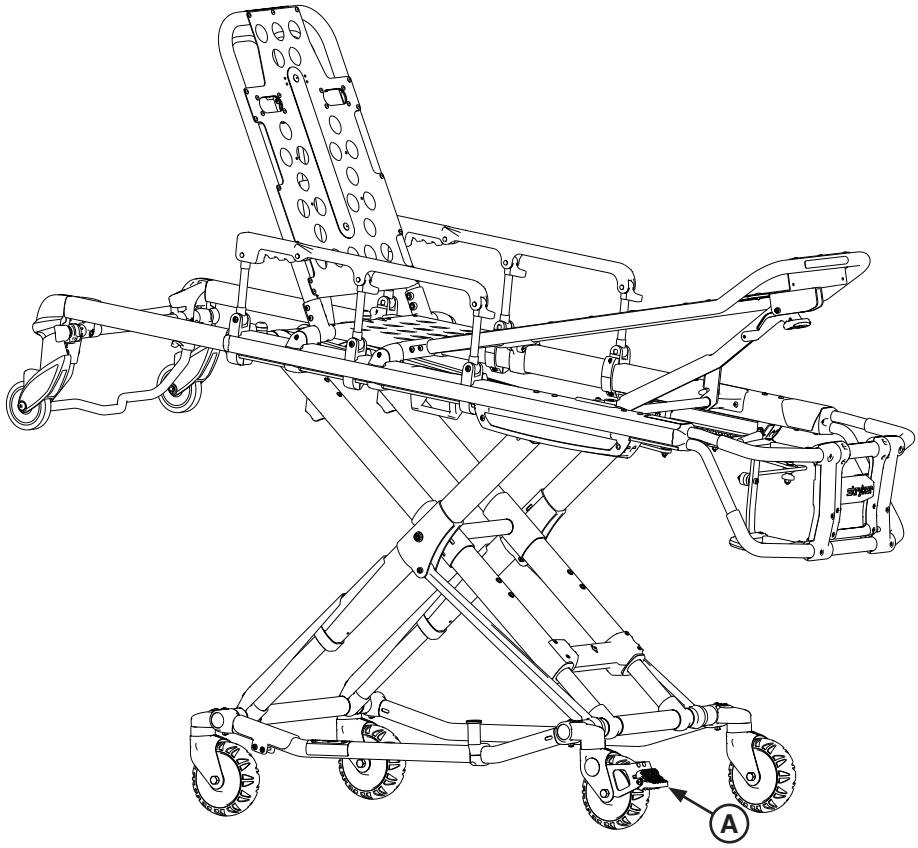

Figura 37
Para activar los frenos opcionales de las ruedas, presione a fondo el pedal (A) tal como se muestra en la Figura 37 hasta que se detenga y se apoye firmemente en la superficie de la rueda.